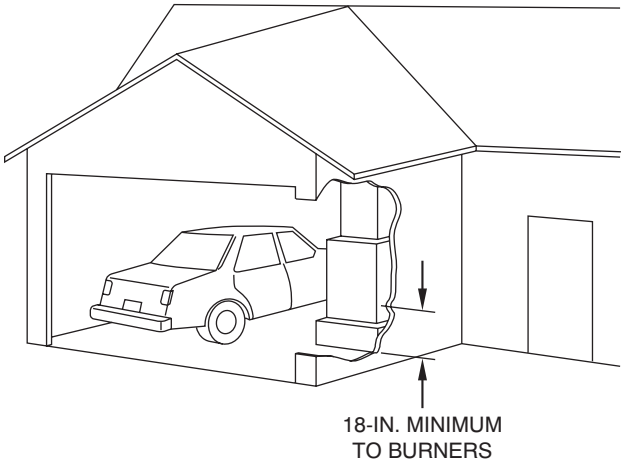

Fig. 18 - Installation in a Garage
When furnace is installed in a residential garage, it must be installed so that burners and ignition sources are located a minimum of 18 in. (457.2 mm) above floor. The furnace must be located or protected to avoid physical damage by vehicles. When furnace is installed in a public garage, airplane hangar, or other building having a hazardous atmosphere, unit must be installed in accordance with requirements of National Fire Protection Association, Inc. (See Fig. 18.)
2. Fig. 18 illustrates how to provide TWO OUTDOOR OPENINGS, one inlet and one outlet combustion and ventilation air openings to the outdoors.